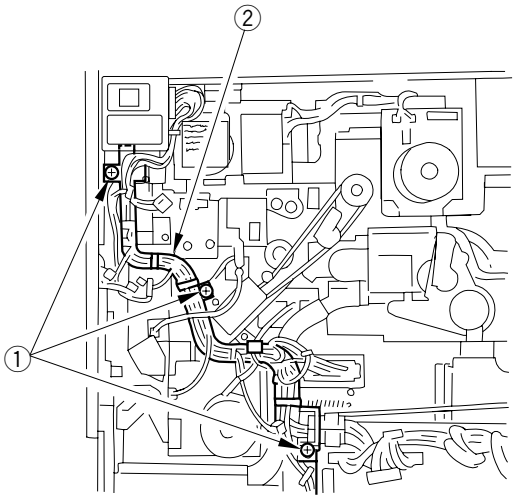

Figure 7-447
8) Free the harness guide 1. (See Figure 7-447.)
10) Remove the two mounting screws ①, and remove the deck relay drive assembly ②.
11) Remove the seven mounting screws ③, then, remove the pick-up drive assembly ④.